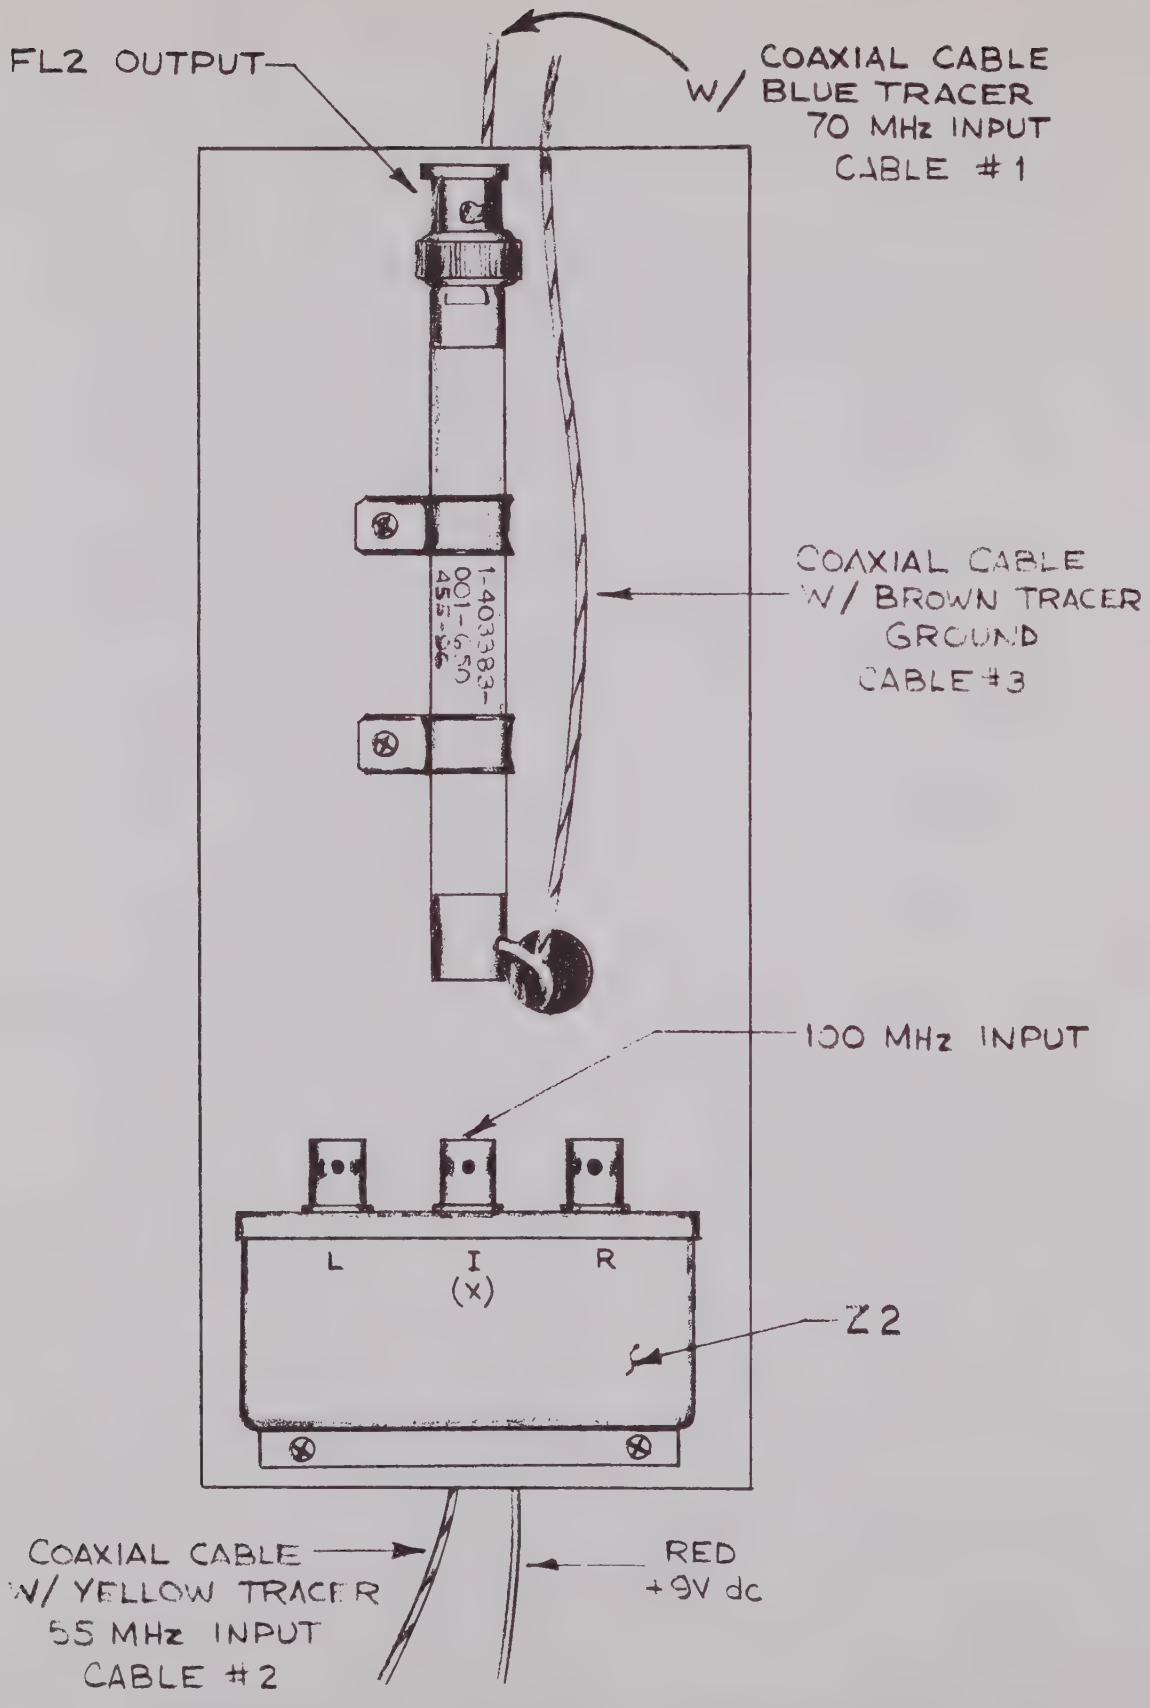

Figure 4-11. A7/A8 Assembly, Location Diagram
b. Disconnect BNC connector on A8Z2I port (center connector) and connect BNC connector to RF Voltmeter (with 50Ω termination). See Figure 4-11.